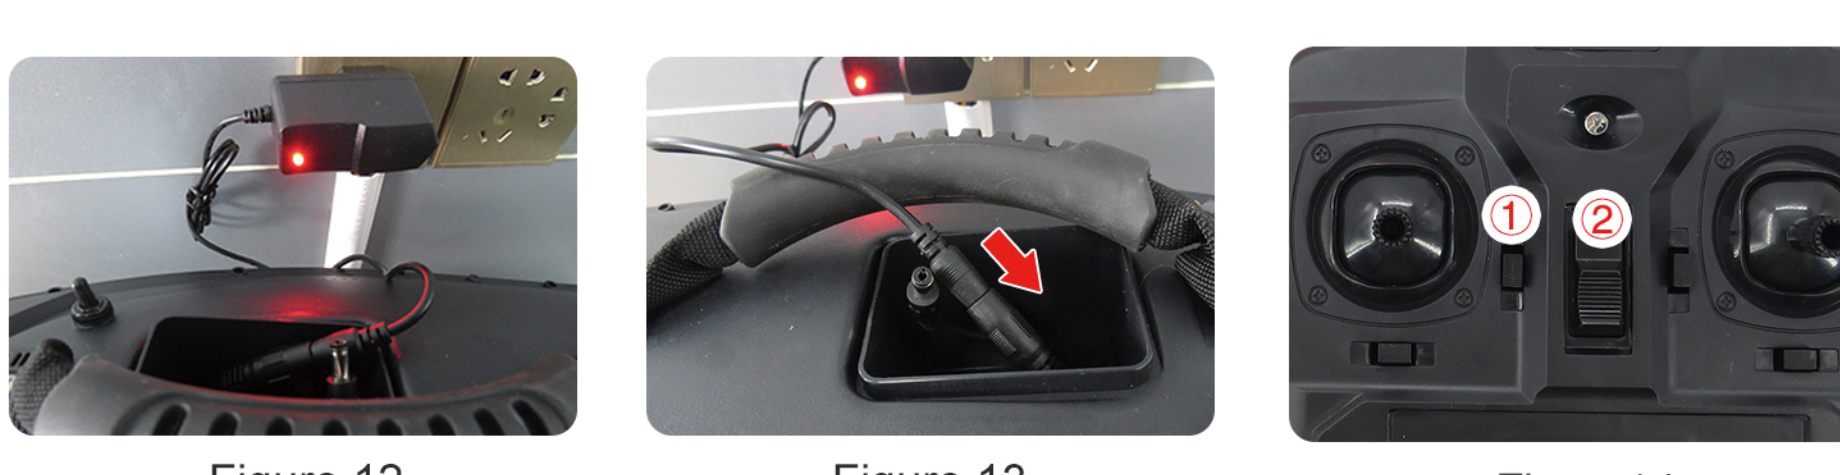

Figure 12 Figure 13 Figure14
1. Check if the charger is working properly (Figure 12).